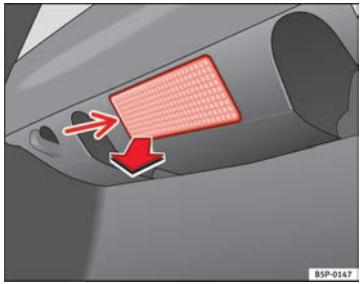

Fig. 206 Luggage compartment light
– Extract the bulb by pressing on its inside edge -arrow- using the flat side of a screwdriver ⇒ Fig. 206. ▶